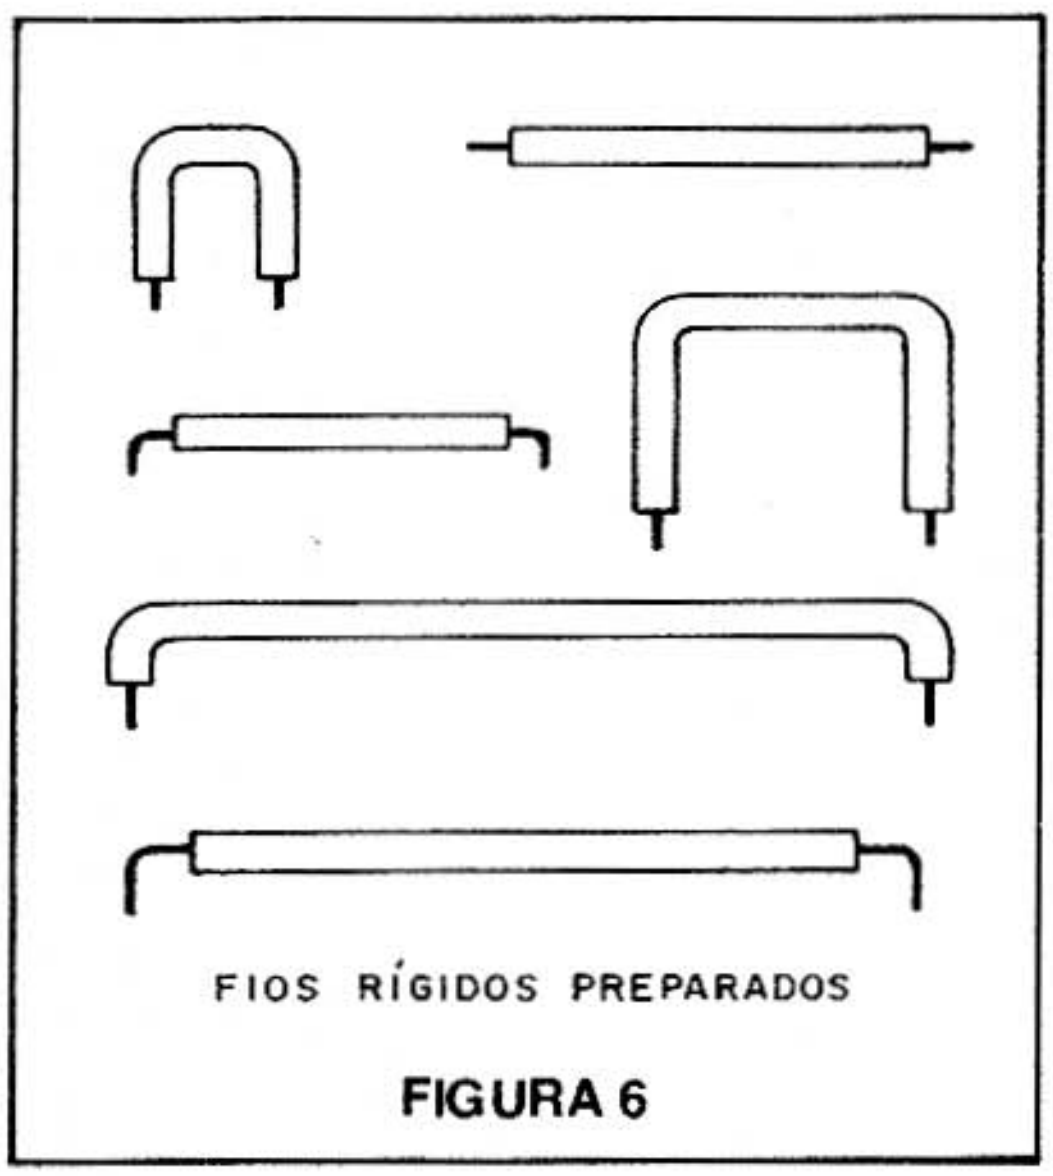

FIGURA 6
Para o LDR usamos uma ponte de 3 terminais que permite sua fixação de modo a receber a luz pelo orifício na caixa. Na figura 6 temos o modo de fazer esta fixação.
Será conveniente que o leitor tenha junto com sua matriz uma boa quantidade de pedaços de fio rígido (22) com comprimentos variando entre 5cm e 20cm com as pontas descascadas. Estes pedaços de fios servirão para as interligações. (figura 6)